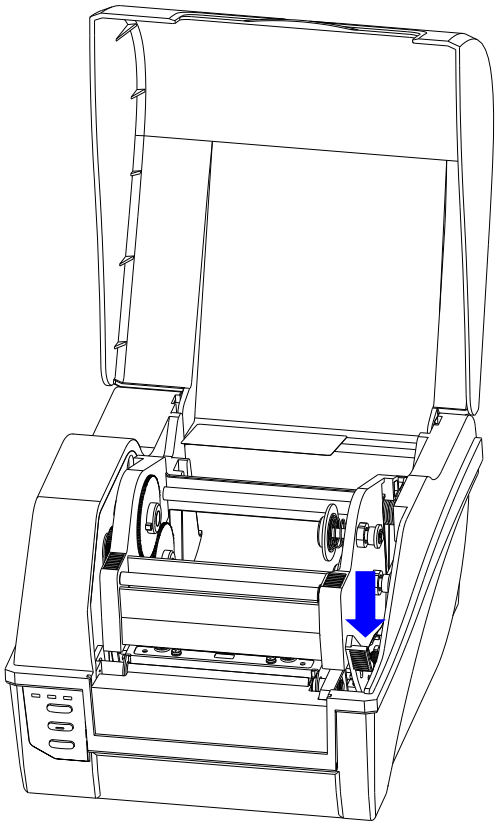

Figure 2-4 Release the Printhead Module
1. Lift the top cover and push down the Printhead Release Lever to release the Printhead Module, see Figure 2-4.